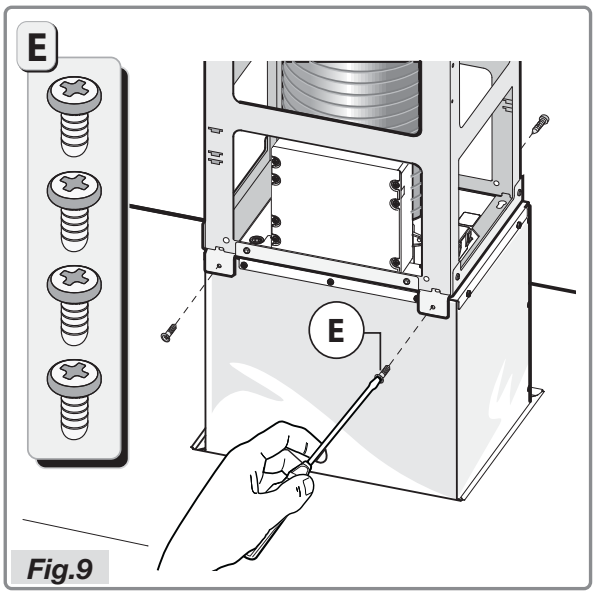

Fig.9
- Fasten the structure **C** on the motor bushing with the 4 screws **E** (Fig.9).